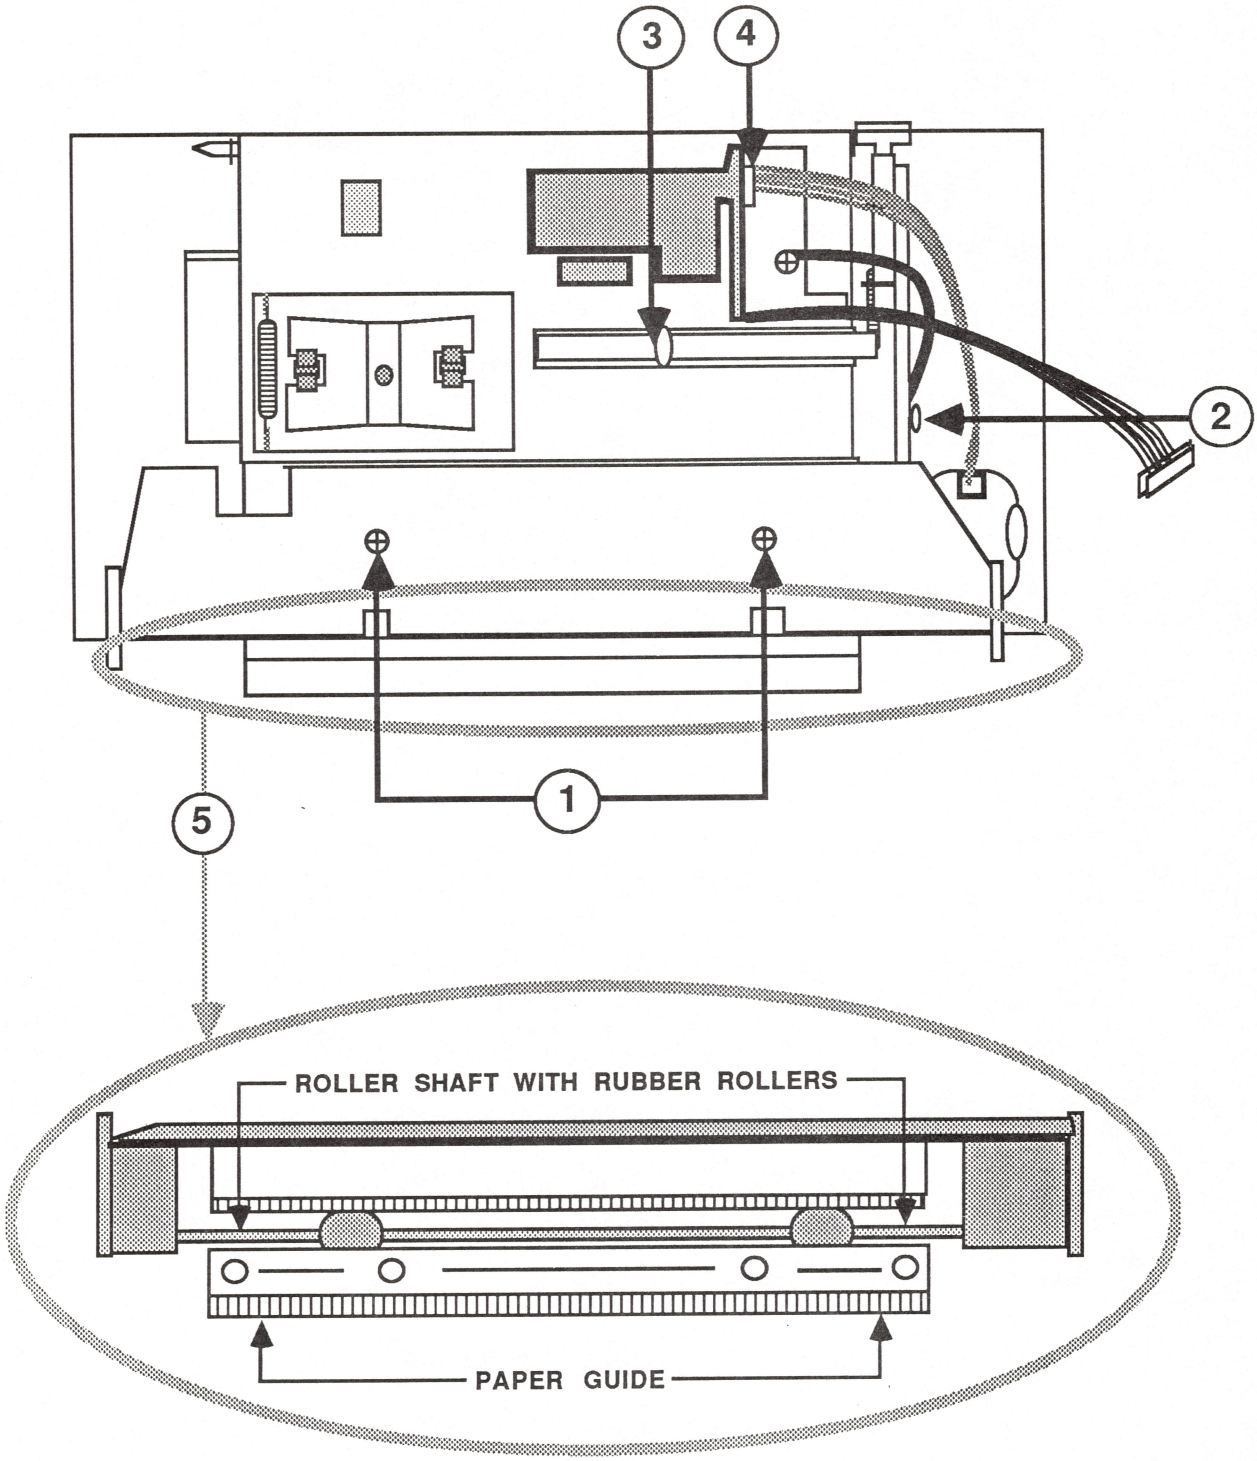

FIGURE 3
2. Remove the two screws that hold the frame assembly (see Figure 3, #1).
3. Remove the grounding screw attached to the frame assembly (see Figure 3, #2).
4. Remove the lever lock attached to a spring (see Figure 3, #3).
5. Remove the connector from the PCB board running to the stepper motor (see Figure 3, #4).
6. Remove the paper guide which snaps into place (see Figure 3, #5).
7. Lift the entire metal frame assembly off of the plastic housing (see shaded area in Figure 3, #5).
1. Position the metal frame assembly on the plastic housing. Be sure the screw holes line up (see Figure 3, #1). Be sure the paper release button is inserted into the rear of the plastic housing. Replace the two screws (see Figure 3, #1).
2. Position the paper guide and snap it into position (see Figure 3, #5).
3. Plug in the connector (see Figure 3, #4).
4. Replace the lever lock and attach the armed end to the spring (see Figure 3, #3).
5. Replace the grounding strap and screw (see Figure 3, #2).